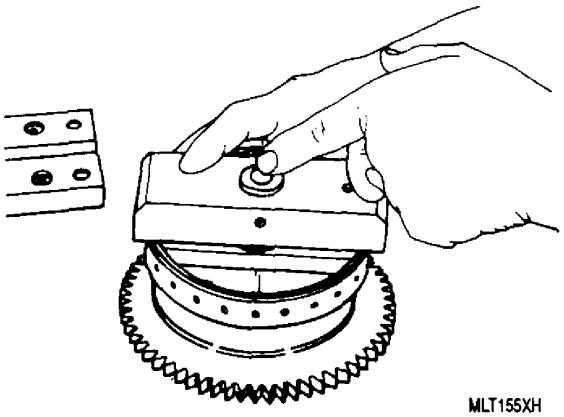

Figure 10. Checking Lining Bore Diameter with 23034372 Gage
(2) Check gage Diameter D using 23034372 gage as shown (figure 10).